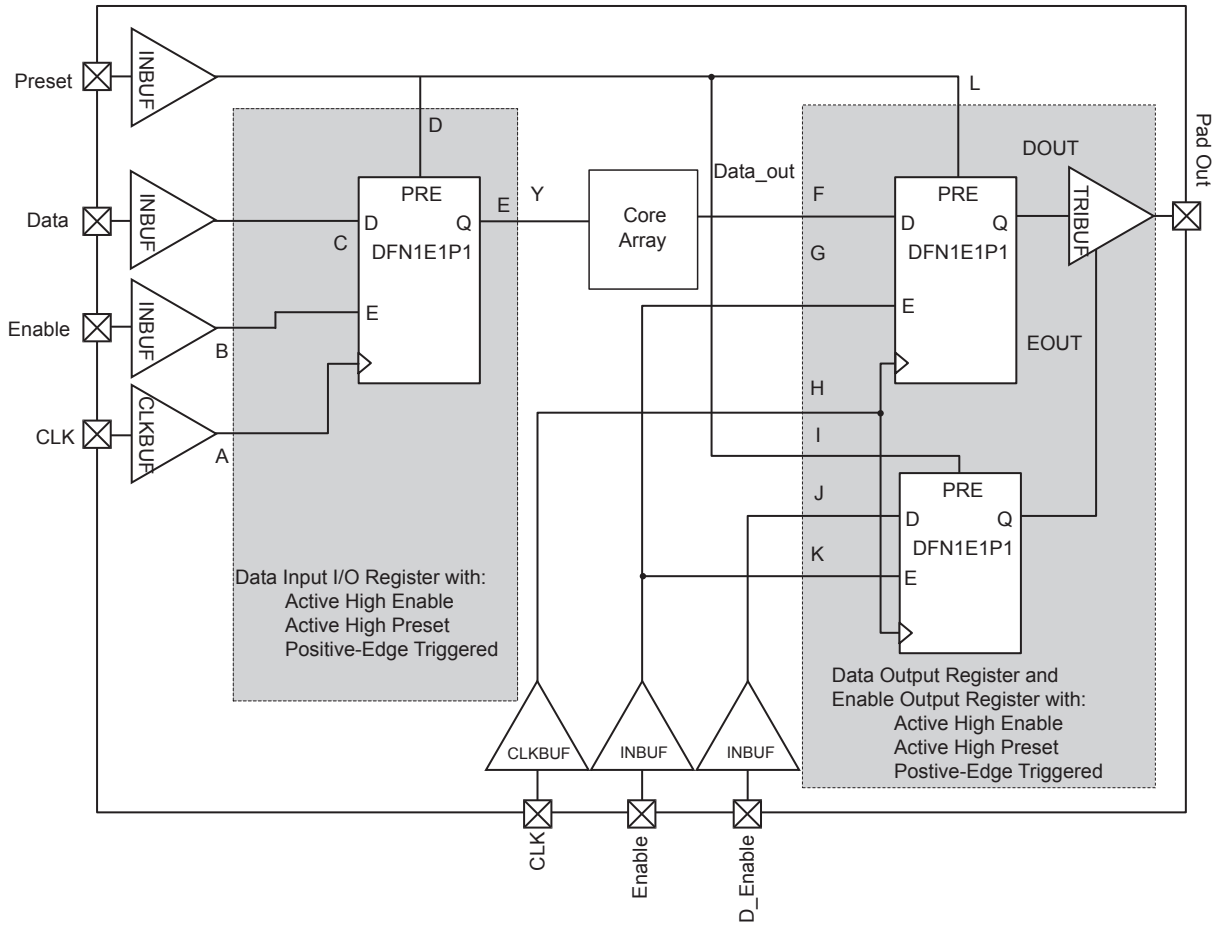

Figure 2-16 **• Timing Model of Registered I/O Buffers with Synchronous Enable and Asynchronous Preset**
*Note: *See Figure 2-16 on page 2-83 for more information.*